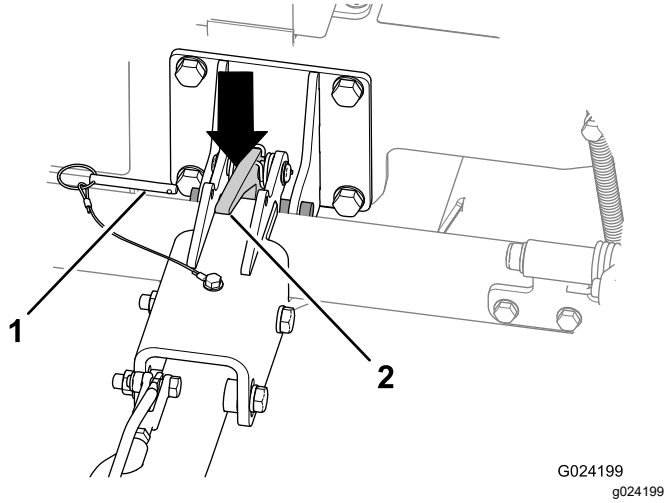

**Figur 21**
2. Dra ut låspinnen (Figur 21).
4. Tryck nedåt på dragkrokens spärrhak för att låsa upp dragkroken (Figur 21).